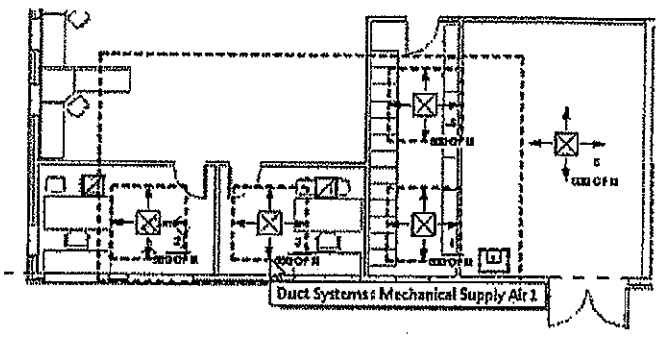

Figure 5–12
- Components can be part of several systems. For example, if an air handling unit is using hot water from a central boiler, then that boiler and all the air handling units receiving water from it would be part of a separate hydronic supply system, as shown in Figure 5–13.